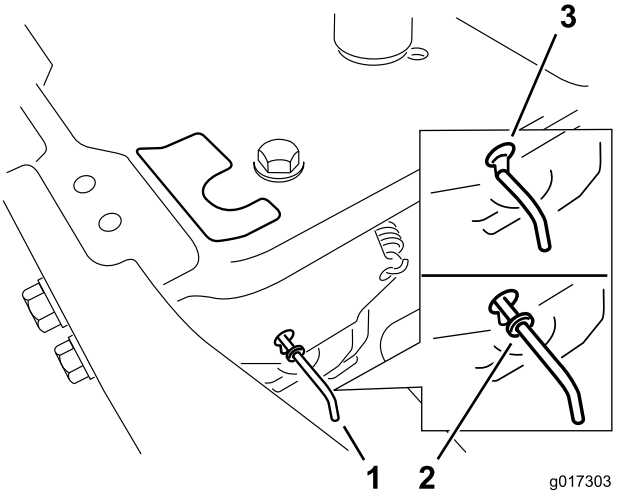

Figure 24
4. Move the bypass levers forward through the key hole and down to lock them in place as shown in Figure 24 . Ensure this is done for each lever.
Move the bypass levers rearward through the key hole and down to lock them in place as shown in Figure 24. Ensure this is done for each lever.